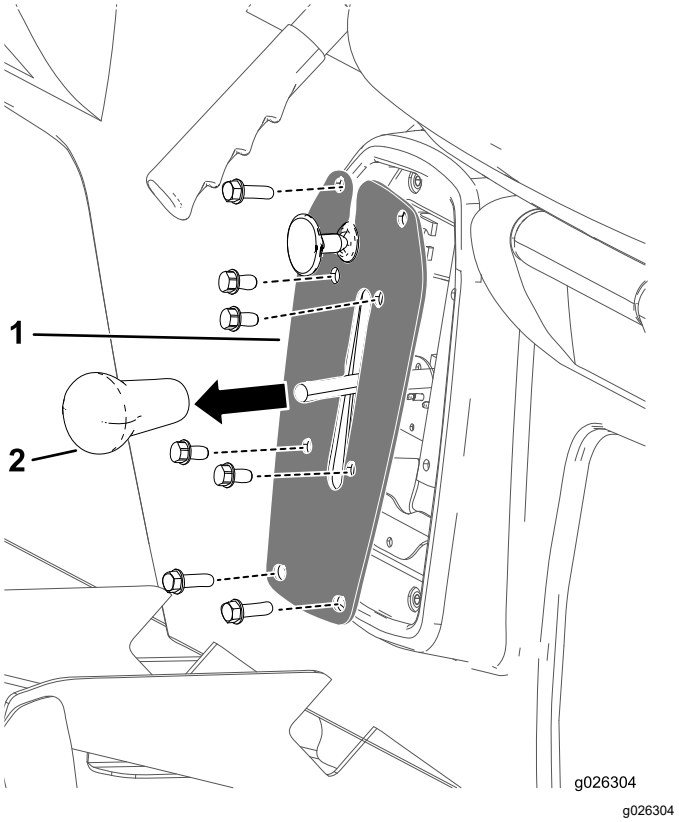

Figuur 43
1. Verwijder de knop van de schakelhendel (Figuur 43).
2. Verwijder de 4 bouten waarmee de schakelhendelplaat is bevestigd aan de schakelbeugel (Figuur 43).
3. Verwijder de 4 bouten waarmee de schakelhendelplaat is bevestigd aan de stoelbasis en verwijder de schakelhendelplaat (Figuur 43).
4. Schroef de knop van de schakelhendel handmatig vast (Figuur 43).